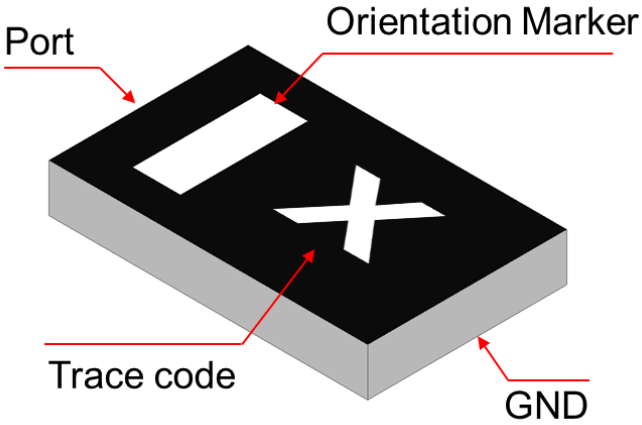

**Figure 1. S0805N (Top View)**
***Figure 1*** shows the locations of the S0805N ports. The orientation marker is included to represent input port.